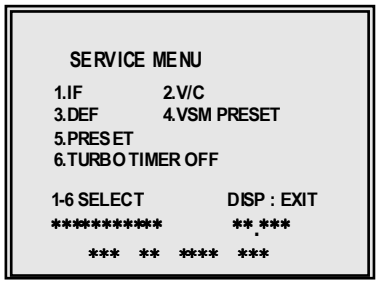

Fig.1
2) The SERVICE MENU screen of Fig. 1 will be displayed.